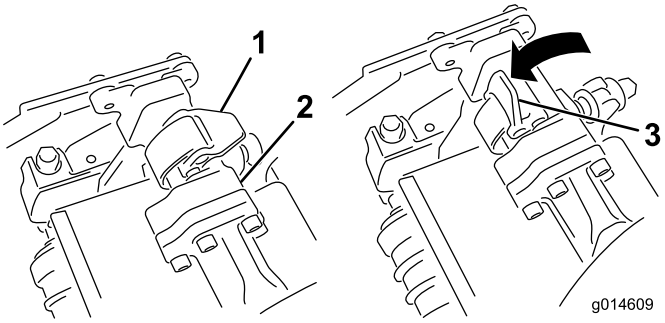
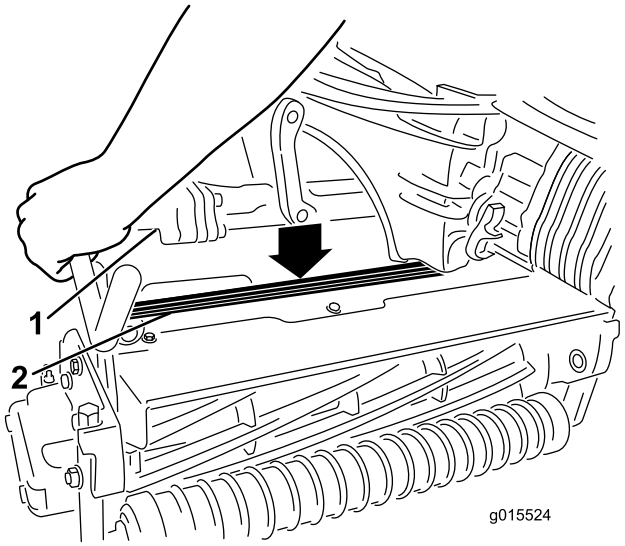

Figuur 35
Figuur 36
4. Zorg ervoor dat de vergrendelingen op de ophangarm omhoog wijzen (dus open staan) (Figuur 35), druk de ophangarm omlaag zodat de stang ervan over de stang aan de bovenkant van het maaidek valt (Figuur 36).
5. Sluit de vergrendelingen rond de stang van het maaidek en vergrendel ze (Figuur 35).
5. Open de vergrendelingen op de stang van de ophangarm van het maaidek dat u wilt verwijderen (Figuur 35).